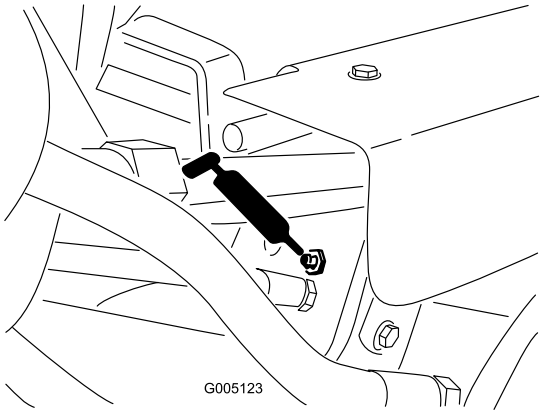

Figur 40
- Lyftcylindrarna (3) (Figur 40)